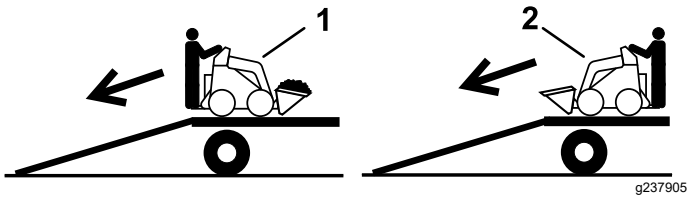

Rysunek 20
2. Wyładunek maszyny wykonuj tak, aby cięższa jej strona była po wyższej stronie pochylni, ładunek przewoź nisko (Rysunek 20).